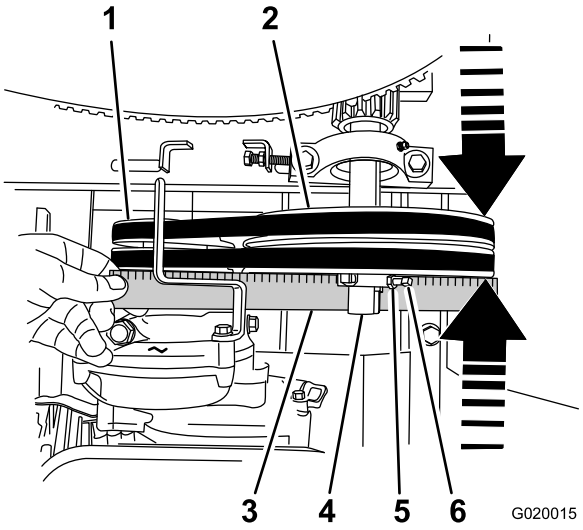

Figure 74
2. Placez une règle droite en travers de la face de la poulie de moteur et la poulie de tension (Figure 74).
B. Desserrez les contre-écrous et les vis de maintien qui fixent la poulie de tension à l'arbre de renvoi (Figure 74).
C. Avec une massette, tapez la poulie de tension vers l'avant ou l'arrière le long de l'arbre de renvoi jusqu'à ce que la poulie de moteur et la poulie de tension soient alignées sur la règle droite (Figure 74).
D. Resserrez les contre-écrous et les vis de maintien qui fixent la poulie de tension à l'arbre de renvoi (Figure 74).